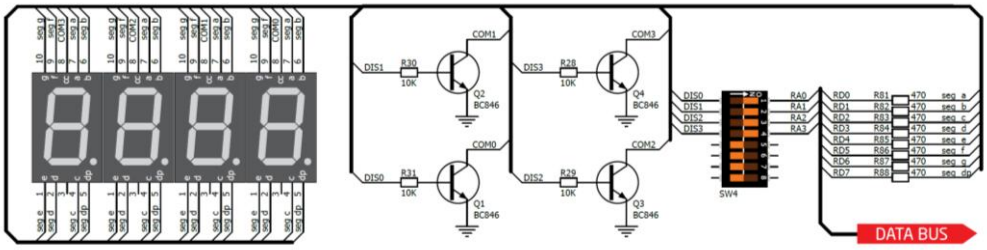

Fig. 8. Connexió a la placa dels 4 7-segments segons l'esquemàtic del fabricant.
-Representeu el valor d'aquesta variable al display de 7-segments. Haureu de seleccionar quins leds encendre per visualitzar cada número (mireu la Fig. 8). Per cada un dels deu dígits {0,1,2,..9} creareu un mapa de 8 bits que s'ha d'escriure al PORTD com a sortida. **Sigueu eficients a l'hora de programar aquest punt.**